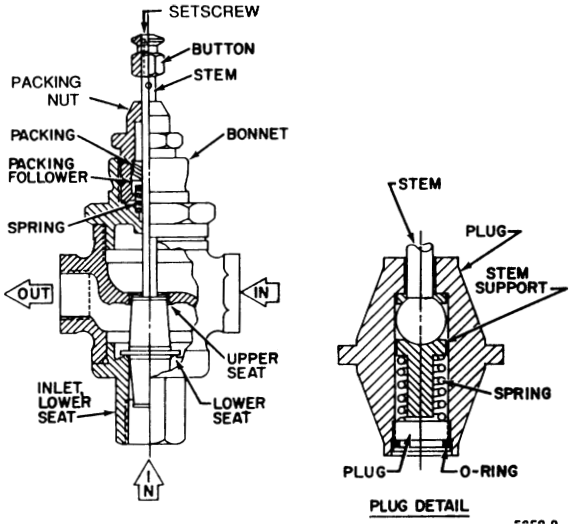

Fig. 12. Three-Way V5013A Threaded Body Valve—Cutaway.
c. V5013A Threaded Body Valves (Fig. 12). Remove valve from line. Unscrew the inlet (lower port) from body and remove Stem and Plug.
b. V5013A and F Threaded Body Valves (Fig. 12). Remove the lower Plug and O-ring from Throttling Plug with screwdriver, thereby releasing Stem Support and Spring. To reassemble, tighten lower Plug against Stem Support and back off 1/4 turn.